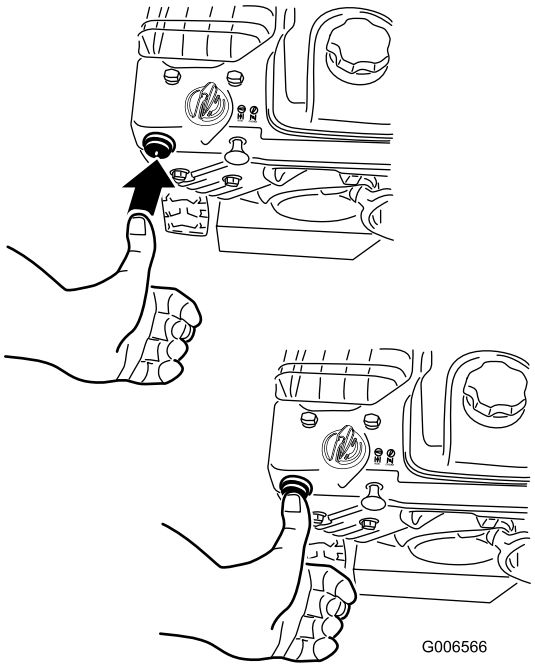

Figur 23
4. Snapsa genom att trycka in knappen ordentligt med tummen två gånger (vid –9 °C eller högre) eller fyra gånger (under –9 °C) och hålla in knappen en sekund vid varje tryckning innan du släpper den igen (Figur 23).